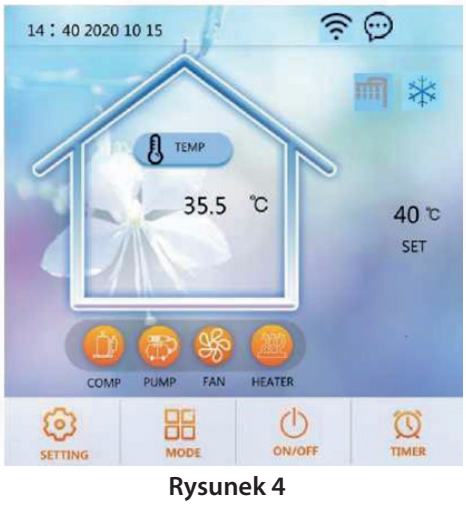
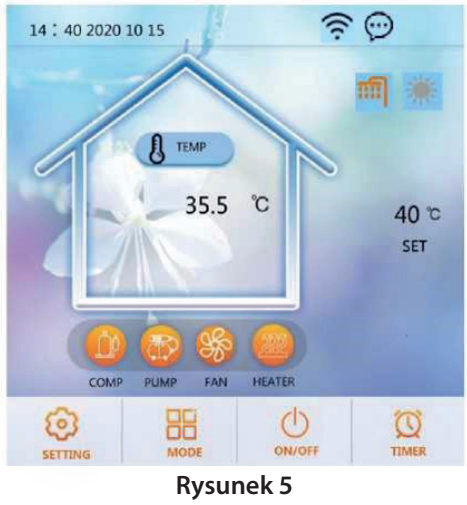
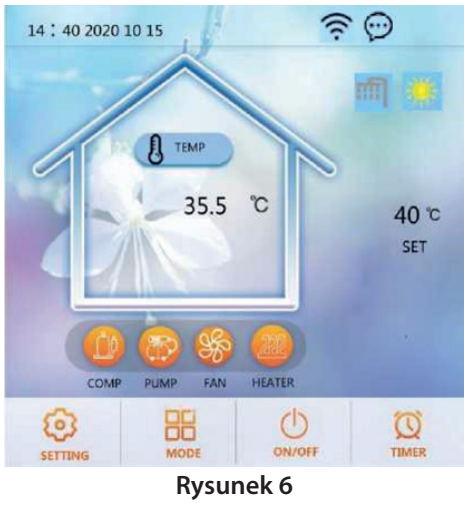

Rysunek 4
Rysunek 5
Rysunek 6
3) Ustawienia panelu sterowania - patrz rys. 4. Rysunek 5. i Rysunek 6. Rysunek 4 pokazuje, że pracuje w trybie ciepłej wody użytkowej, rysunek 5 / rysunek 6 pokazuje, że pracuje w trybie ogrzewania lub chłodzenia.